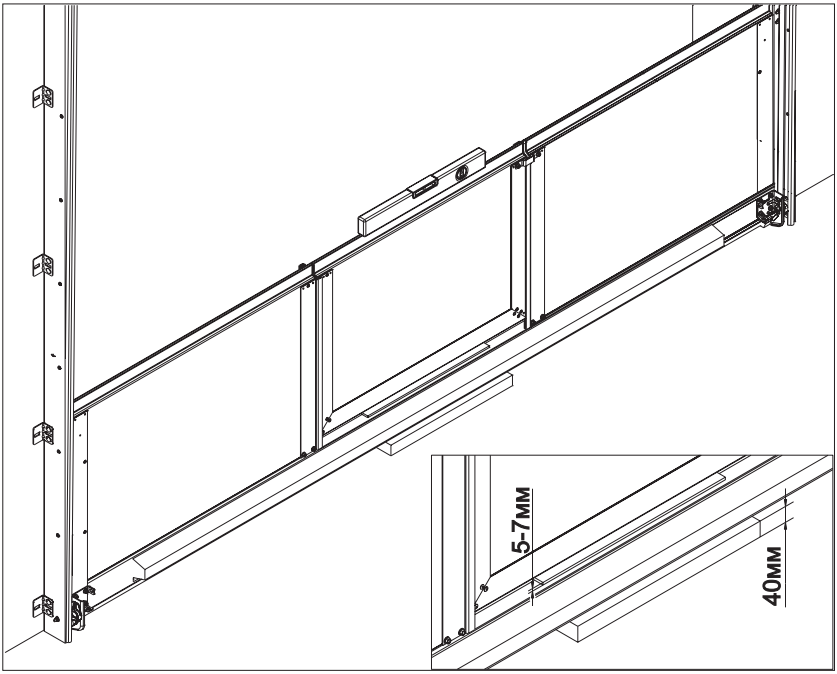

*Рис.32*
- установить нижнюю секцию на место монтажа (рис. 32). При необходимости используя подкладки, выставить секцию в горизонтальном положении. Подкладки устанавливаются под боковые упоры нижней секции. Плоскость расположения нижних торцов упоров должна совпадать с плоскостью нулевой отметки (с уровнем чистого пола). Максимальная высота подкладок – не более 10 мм.
- горизонтальность установки секции определяется строительным брусковым уровнем, устанавливаемым на оголовки панелей и створки калитки (рис. 32);